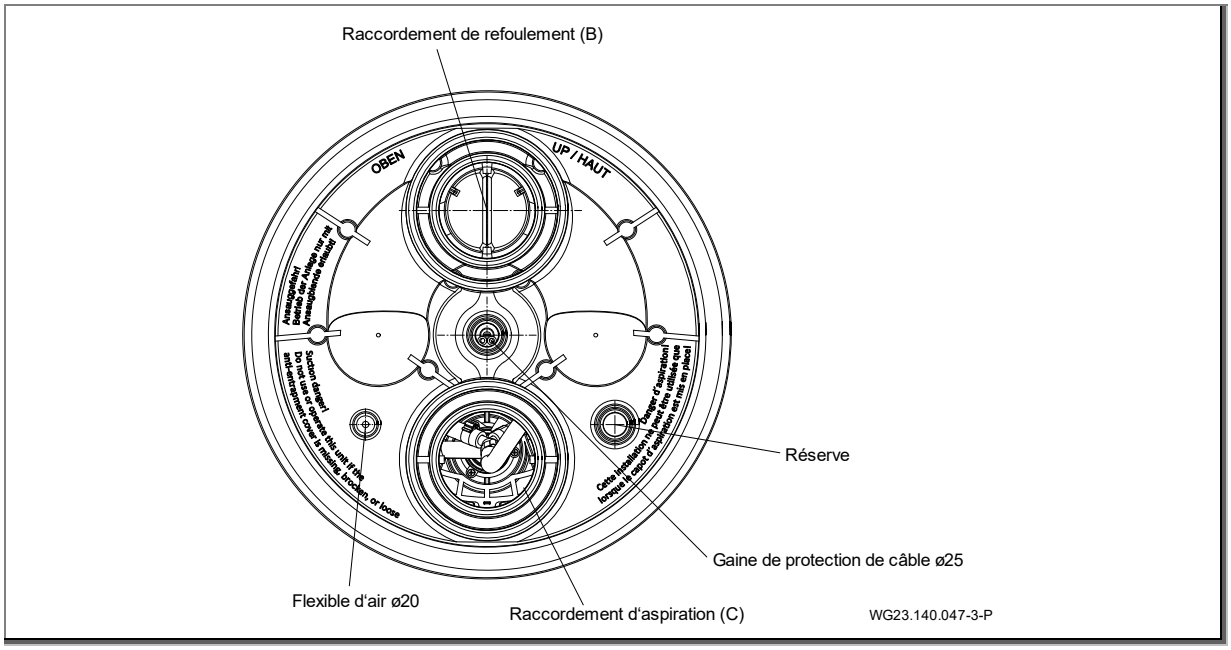

Fig. 17
1. Collage de la gaine de protection de câble et du flexible de la régulation. (Fig. 17)